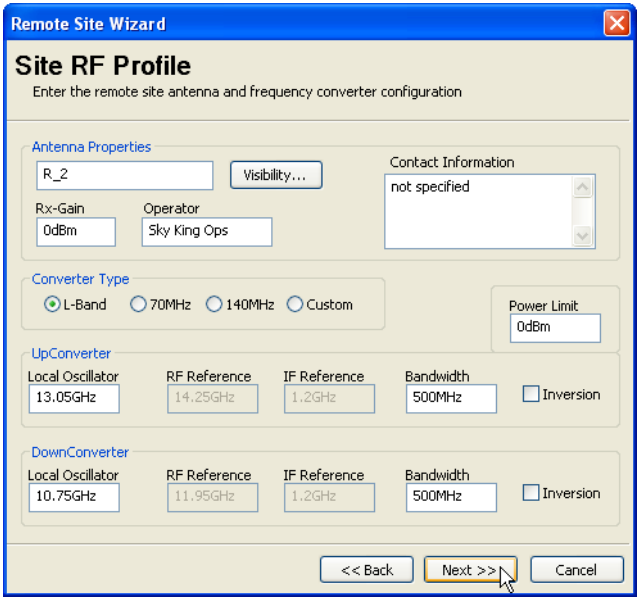

Figure 3-105 Site RF Profile, Create Remote...
9. Click the **Next** button to proceed to the dialog for configuring the **Site RF Profile** (figure 3-105).